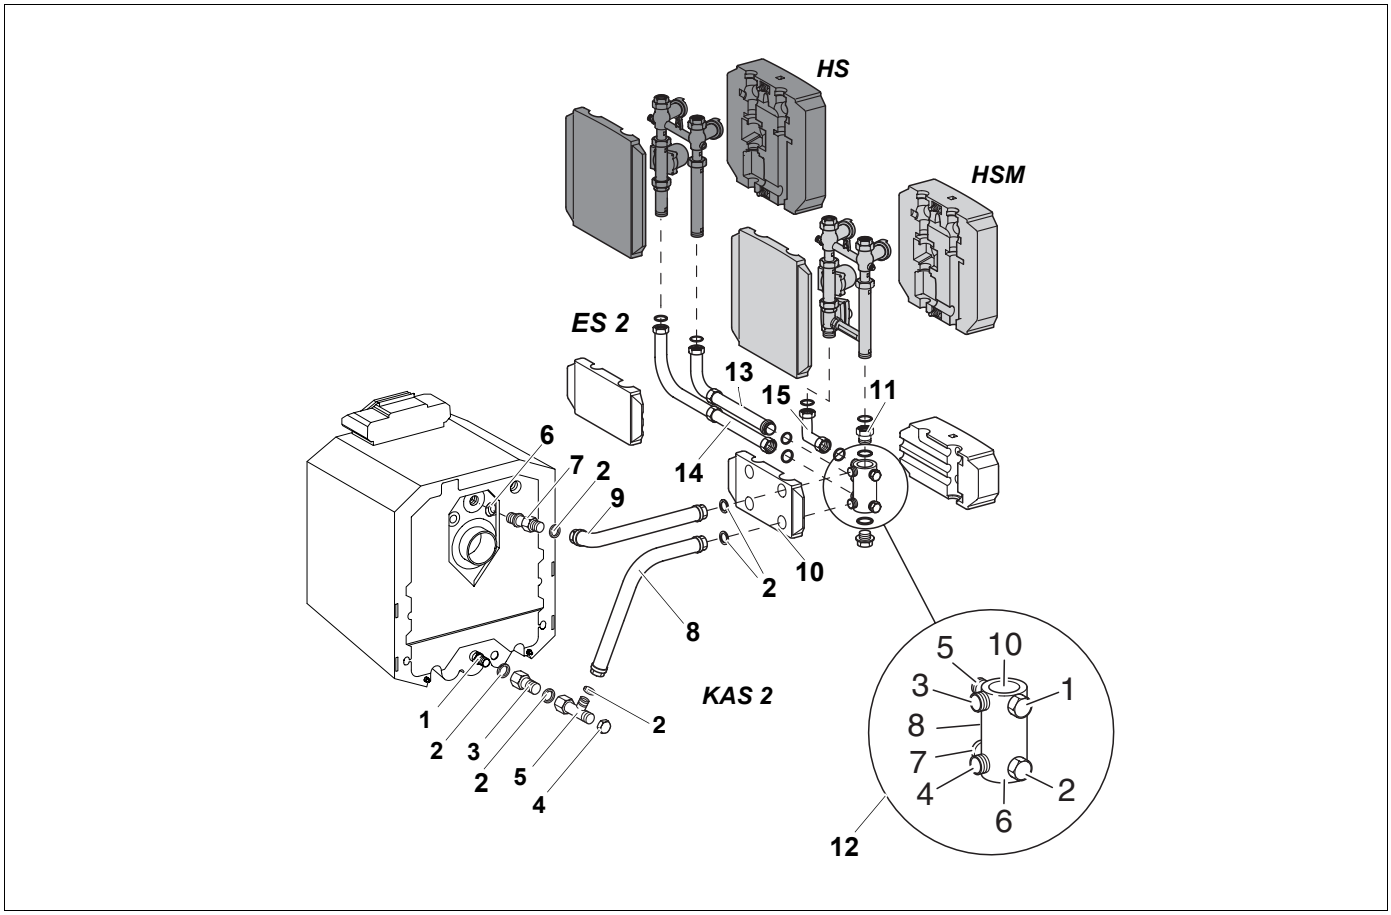

Рис. 7 Боковое подключение, левое параллельное исполнение
Нумерация подключений на встроенном многофункциональном коллекторе должна обязательно совпадать с нумерацией на рис. 7, иначе не совместятся друг с другом штуцеры подающей и обратной линий со стороны котла и со стороны отопительного контура!
Экспликация к рис. 7
- Установить комплект подключения отопительного контура со смесителем (HSM) или без смесителя (HS) в соответствии с рис. 7.